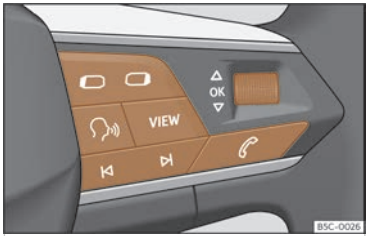

Abb. 7 Rechte Seite des Multifunktionslenkrads: Bedienelemente für die Menüs und Informationsanzeigen im Kombi-Instrument (modellabhängig).
Solange eine Warnung der Priorität 1 vorliegt, ››› S. 21, kann auf kein Menü zugegriffen werden. Einige Warnmeldungen können über die Taste OK am Multifunktionslenkrad bestätigt und ausgeblendet werden ››› (Abb. 7).
- Falls eine Meldung oder das Fahrzeug-Piktogramm angezeigt wird, drücken Sie die Taste OK ››› (Abb. 7); ggf. mehrere Male.